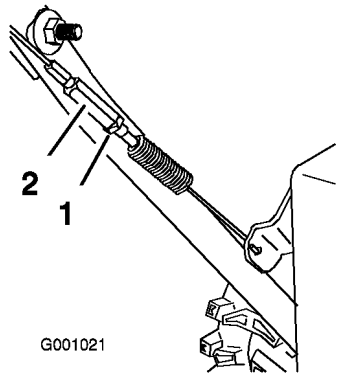

Figura 38
3. Serrate il controdado (Figura 38).